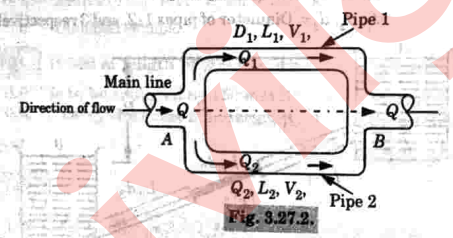

Fig. 3.27.2.
1. The pipes are said to be in parallel (Fig. 3.27.2) when a main line divides into two or more parallel pipes which again join together downstream and continues as a main line.
2. It may be seen from Fig. 3.27.2, the rate of discharge in the main line is equal to the pipes.